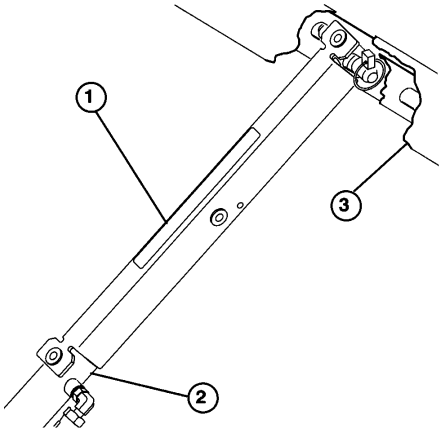

**Figure 24**
3. Push the bed support onto the cylinder rod, making sure support end tabs rest on the end of the cylinder barrel and on cylinder rod end (Fig. 24).